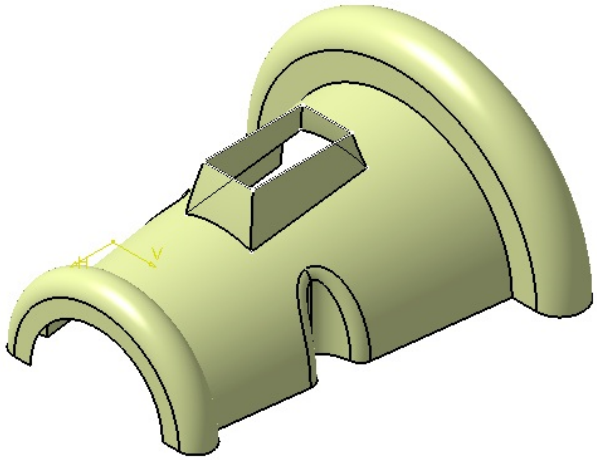

Figure 18-97 *Model after trimming the base surface*
4. Select the sketches and the projection you created for the loft feature and choose **Hide/Show** from the shortcut menu to hide the selected sketches. Figure 18-97 shows the model after the base feature has been trimmed by using the lofted surface.